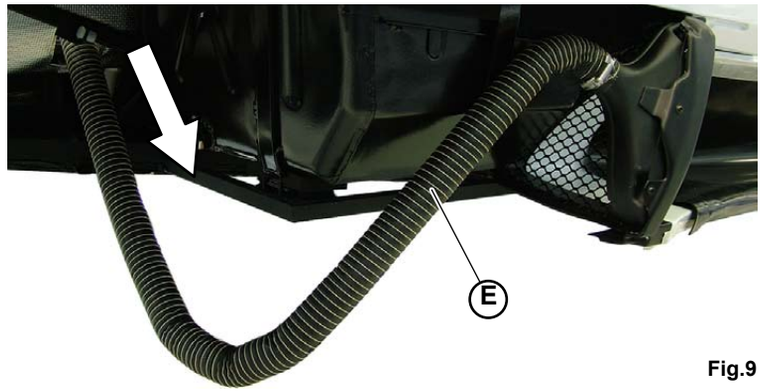

Fig.9
4. Disconnect the pipe (**E-Fig.9**) from the air conveyor (by means of the clamp) and remove it from the engine compartment.